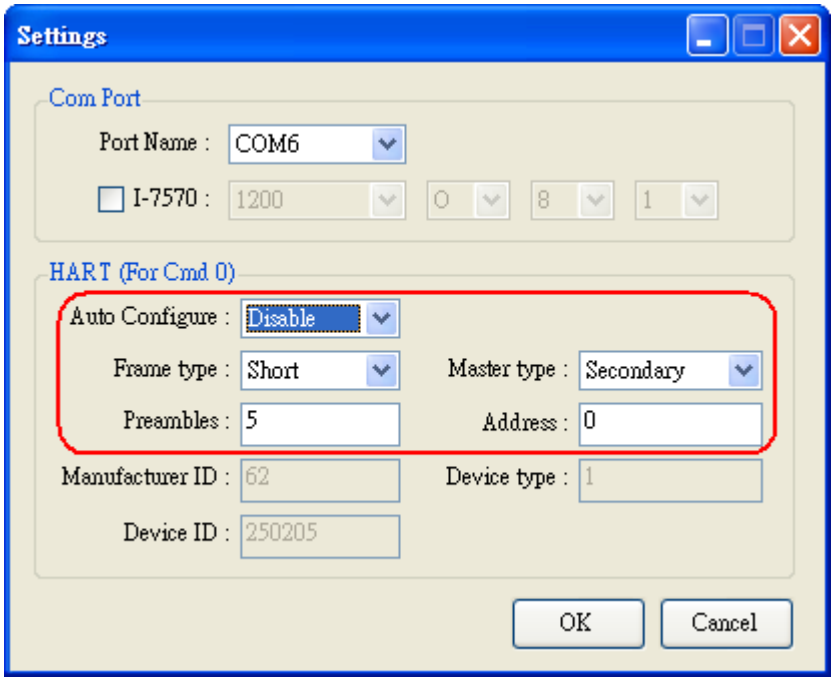

Figure 4-5: Short frame settings
(1) If the option of “Frame type” field is “Short”, then “Master type”, “Preambles”, “Address” fields need to be configured like Figure 4-5.